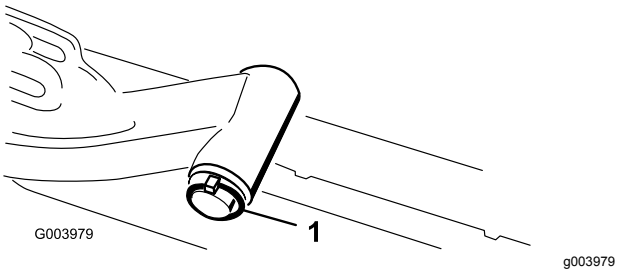

**Figur 9**
A. Fjern ringstiften og skiven som fester løftearmens dreieaksel til løftearmen, og skyv løftearmens dreieaksel ut av løftearmen (Figur 9).
C. Før inn løftearmsakselen i løftearmen og fest den med skiven og lynsjepinnen (Figur 9).